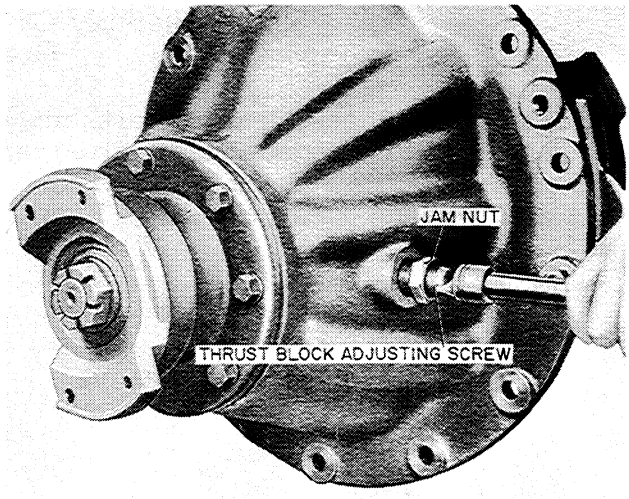

Figure T-32
5. Loosen the thrust block adjusting screw jam nut and back off the thrust block adjusting screw, Figure T-32.